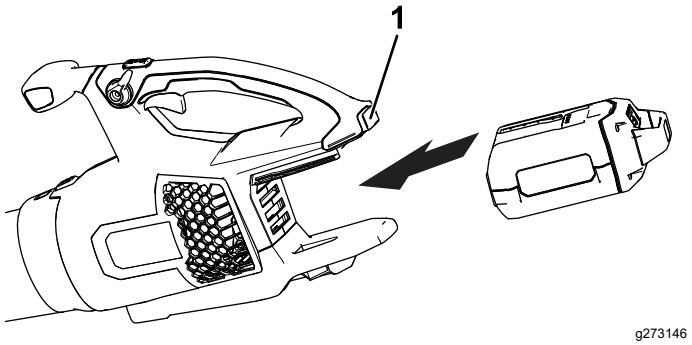

Figure 7
2. Alignez le creux de la batterie sur la languette du corps du manche (Figure 7).
3. Tenez l'outil par la poignée et poussez la batterie dans la poignée jusqu'à ce que le verrou s'enclenche en position (Figure 7).